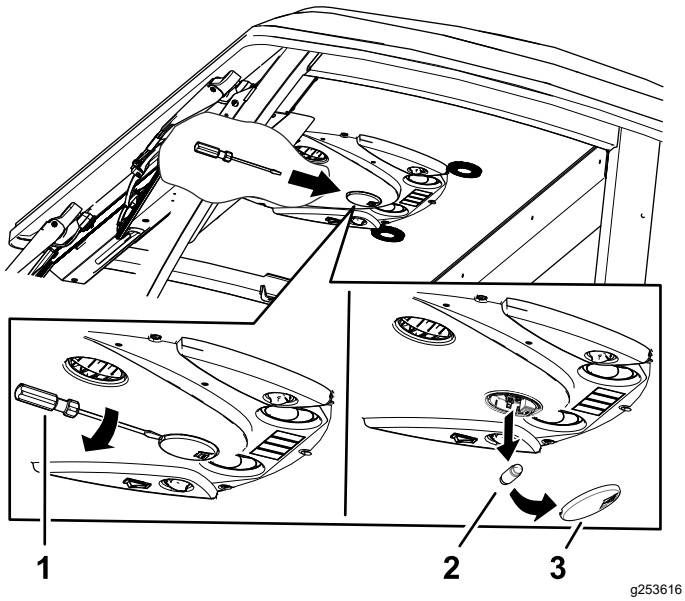

Figuur 89
1. Verwijder de lens van het lampje met een schroevendraaier uit het bedieningspaneel (Figuur 89).
2. Verwijder de lamp uit de voet (Figuur 89).